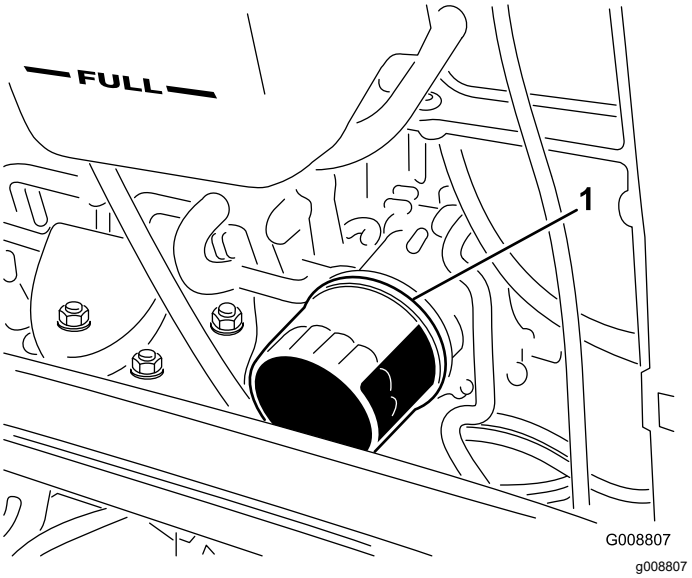

Figur 90
4. Ta av oljefilteret (Figur 90).